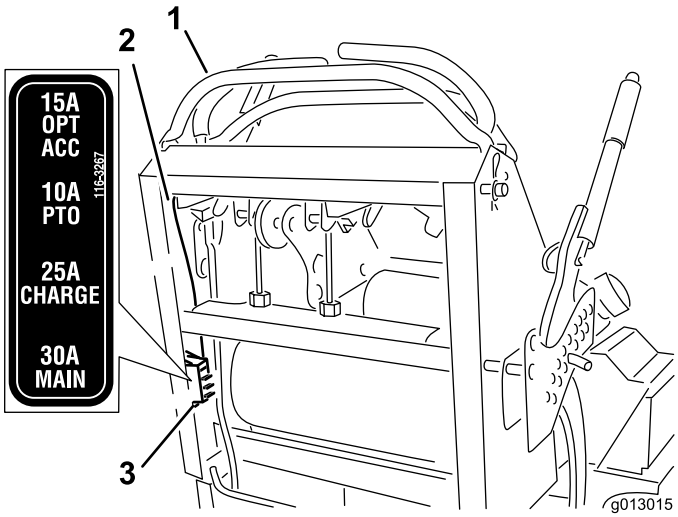

**Figur 55**
2. Dra ut sikringen for å fjerne og bytte den ut (Figur 55).